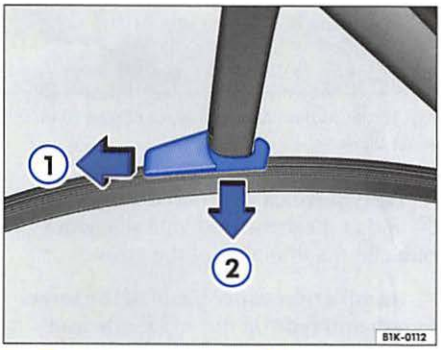

Fig. 13 Replacing rear wiper blade
– Release the wiper blade in the direction of the arrow ⇒ fig. 13 ①.
– Remove the wiper blade in the direction of the arrow ②.
– Lock the wiper blade by moving it against the direction of the arrow ① until it engages.